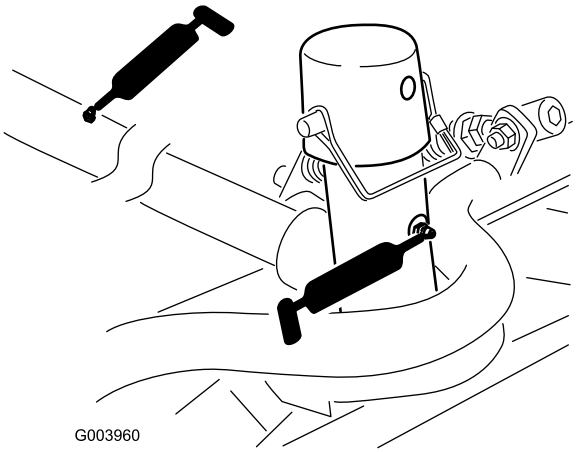

Figura 103
- Pivot i cadru de susinere al unităii de tăiere (2 pentru fiecare) (Figura 103)